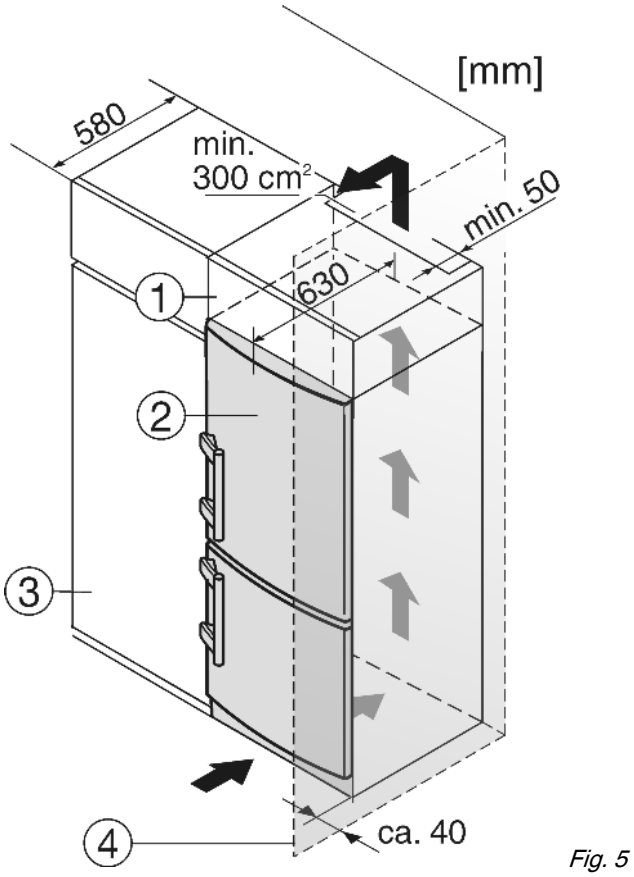

Fig. 5
(1) Nástavná skříňka
(2) Přístroj
(3) Kuchyňská skříň
(4) Stěna
Zařízení lze zabudovat do vybavení kuchyně. K vyrovnání přístroje *Fig. 5 (2)* na výšku kuchyňské linky lze na přístroj nasadit odpovídající nástavec *Fig. 5 (1)*.
Při montáži do kuchyňských skříní (hloubka max. 580 mm) lze přístroj instalovat hned vedle kuchyňské skříně *Fig. 5 (3)*. Dvířka přístroje přesahují přední stěnu kuchyňské skříně na stranách o 34 mm a uprostřed o 50 mm. To umožňuje jejich volné otevírání a zavírání.
Když se přístroj instaluje závěsy vedle stěny *Fig. 5 (4)*, musí být vzdálenost přístroje od stěny alespoň 40 mm. To odpovídá přesahu madla při otevřených dveřích.